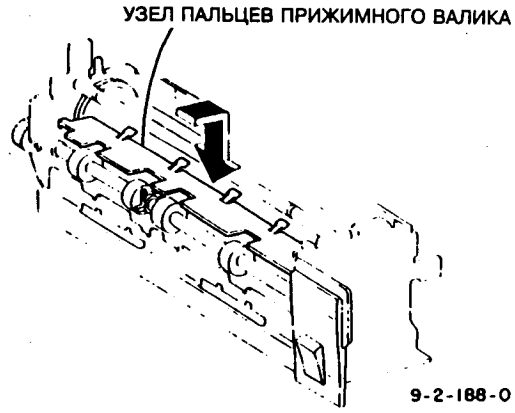

Рис.4 Установка пальцев прижимного валика
(2) Установить узел пальцев прижимного валика, дав возможность пальцу прижимного валика касаться нагревательного валика и опустив узел по вертикали (рис.4).